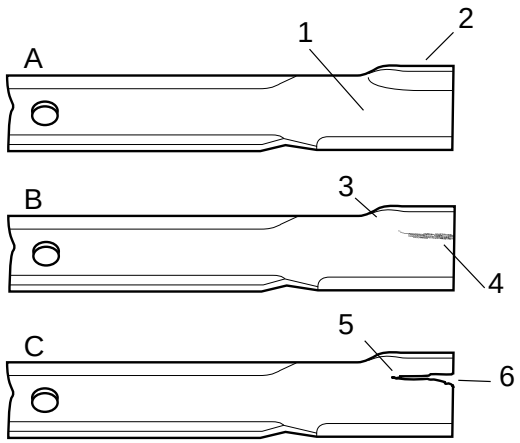

Afbeelding 13
2. Controleer de snijranden van het mes nauwkeurig, vooral op de plek waar het vlakke gedeelte van het mes overgaat in een gebogen stuk (Afb. 13 A). Omdat zand en schuurmiddelen het metaal waar het rechte deel van het mes overgaat in een gebogen deel kan doen wegslijten, moet het mes worden gecontroleerd voordat de maaimachine gebruikt wordt. Indien er slijtage zichtbaar is (Afb. 13 B), moet het mes worden vervangen.